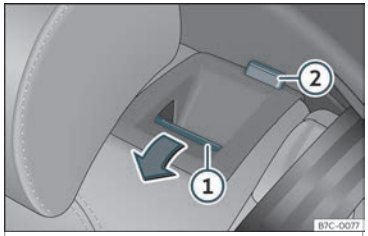

Abb. 102 Rücksitz: Rückenlehne vorklappen.
- Entriegelungstaste››› **Abb. 102** ① nach vorn ziehen und gleichzeitig die Rückenlehne umklappen. Die Rücksitzlehne ist entriegelt, wenn die rote Markierung des Tasters ② sichtbar ist.
Die Rücksitzlehne ist entriegelt, wenn die rote Markierung des Tasters››› **Abb. 102** ② sichtbar ist.